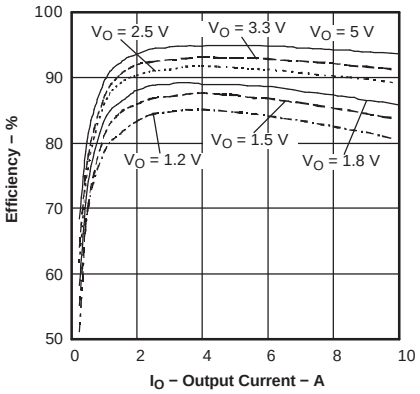
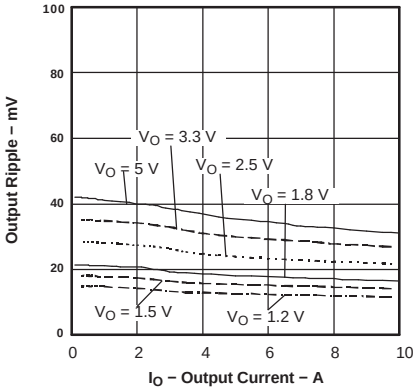
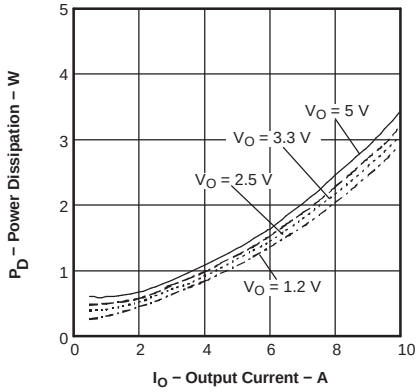

Figure 1.
Figure 2.
Figure 3.
(1) Characteristic data has been developed from actual products tested at 25°C. This data is considered typical data for the Converter. Applies to Figure 1, Figure 2, and Figure 3.